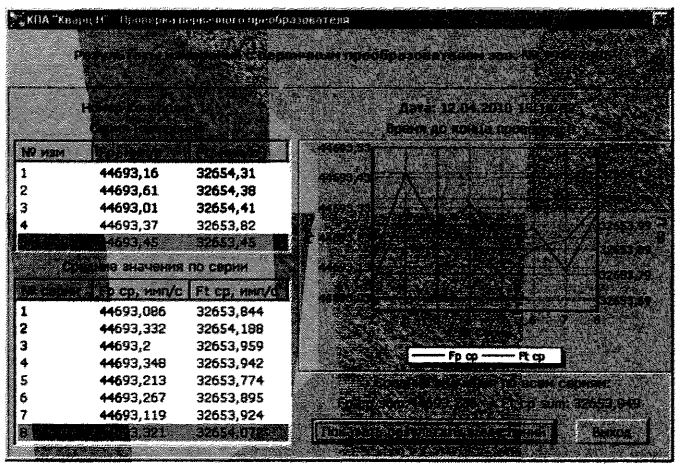

Рисунок 6 – Окно результатов измерений с «Кварц ПП».
8.2.9 Включить принтер, дождаться загорания индикатора готовности, после чего нажать клавишу «Напечатать результаты проверки». В появившемся окне, вид которого показан на рисунке 8, нажать клавишу «Печать». При необходимости, нажав клавишу «Показать результаты измерений», можно перейти в окно результатов измерений (см. рисунок 6).